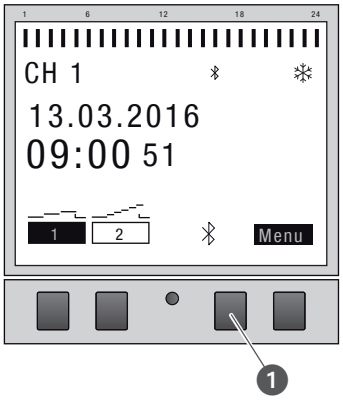

Fig. 20: Opprette Bluetooth-forbindelse på fordelingstidsuret
1. Trykk på Bluetooth-tasten (Fig. 20/❶) på fordelingstidsuret.